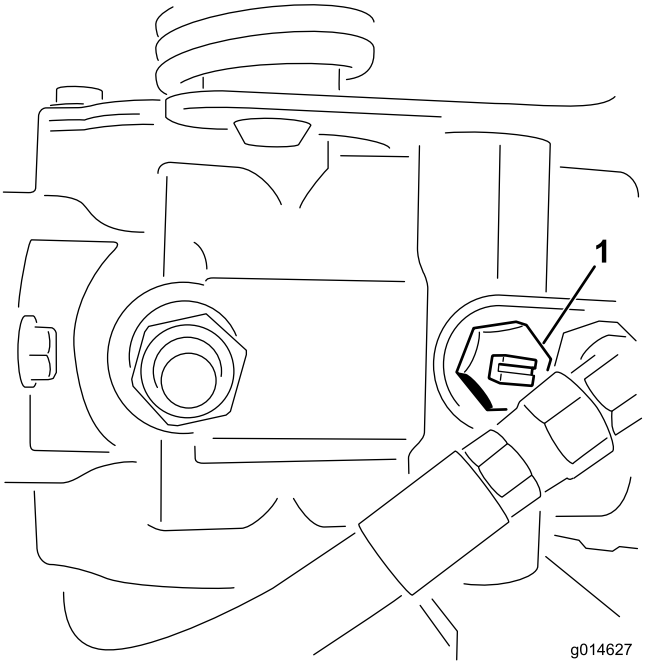

Figuur 39
1. Ga naar de omloopklep op de pomp en draai deze zodat de sleuf verticaal staat (Figuur 39).
2. Voordat u de motor start, moet u de omloopklep sluiten door deze zo te draaien dat de sleuf horizontaal staat (Figuur 39). U mag de motor niet starten als het ventiel open is.